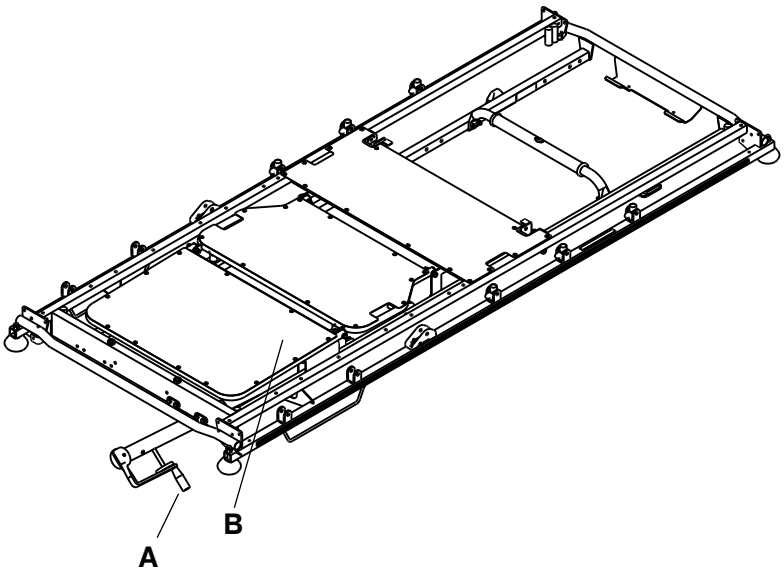

Figure 6 – Relève-jambes et manivelle
Pour élever le relève-jambes (B), tourner la manivelle (A) dans le sens horaire (Figure 6).